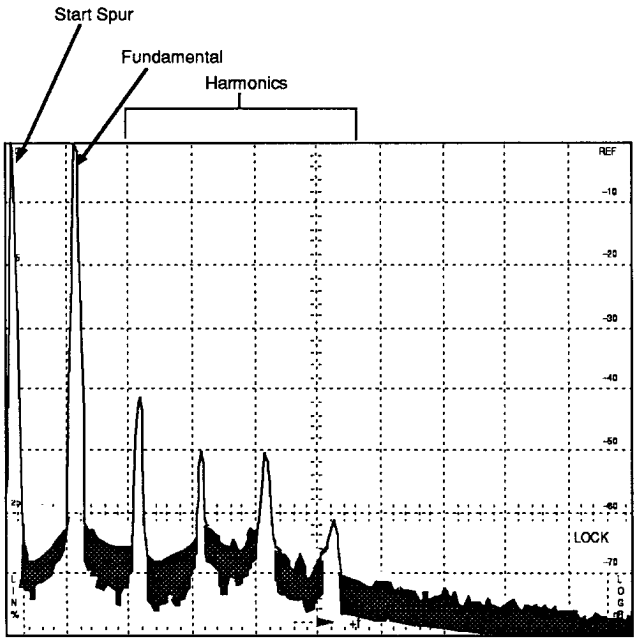

Figure 3-8. Harmonic spur distribution near the 100 kHz fundamental (10 dB/div display).
(5) The test spectrum analyzer will display harmonic spurs approximately one division apart. The signal at the left graticule line is the start spur (0 Hz), the signal to the right of the start spur is the fundamental, and all signals to the right of the fundamental signal are harmonic spurs. See Figure 3-8.
(6) Check that the harmonic spurs are at least 20 dB down from the fundamental.
(7) Reset the test spectrum analyzer span/div to Max Span, and enable MAX SPAN on the spectrum analyzer/tracking generator system.
(8) On the spectrum analyzer/tracking generator system, enable MANUAL SCAN by pressing SWP/TRIG 7.
(9) Manually sweep the spectrum analyzer/tracking generator system slowly from 100 kHz to 1.8 GHz while observing the test spectrum analyzer display. The high signal moving from left to right as the system is manually swept is the fundamental. Ignore other signals that move from left to right. Signals that move from right to left are non-harmonic spurs.
(10) Check that all non-harmonic spurs are at least 35 dB down from the fundamental.
(11) Disconnect the test spectrum analyzer from the TG OUTPUT.